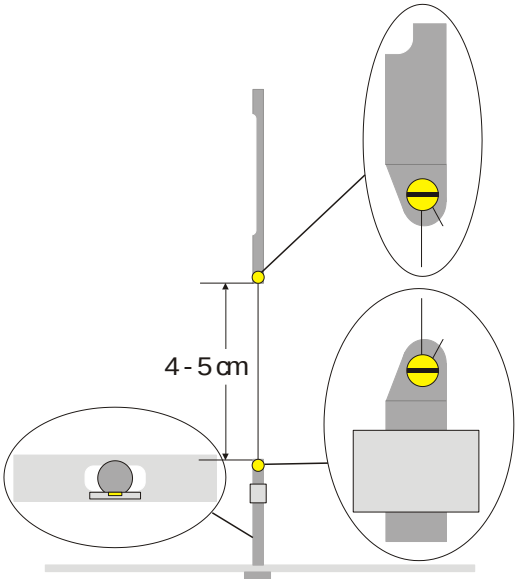

Fig. 3 Schematische Darstellung des Torsionspendels (Ausschnitt links: Tragebalken mit unterer Aufhängung von oben)
- Untere Aufhängung mittig auf den inneren Tragebalken schrauben. Dabei darauf achten, dass die Spiegeloberfläche parallel zum Tragebalken ist (siehe Fig. 3).
- Das Ende des Drahtes neben der oberen Aufhängung mit einem Stück Klebeband auf dem Papier fixieren. Nun den Draht um die Fixierschraube legen und die Schraube festdrehen. Dabei darauf achten, dass der Draht nicht geknickt wird. Der Draht sollte möglichst mittig zwischen den beiden Aufhängungen verlaufen (siehe Fig. 3).